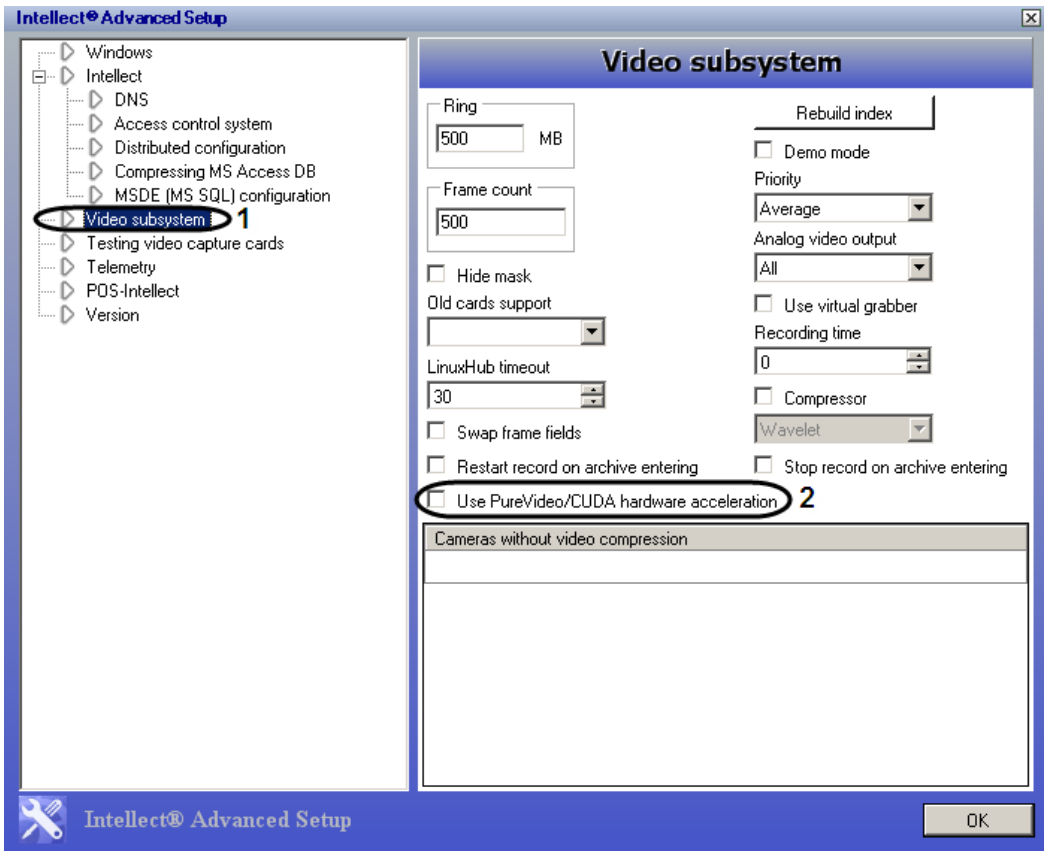

Figure 12.3-25 Enabling the PureVideo/CUDA hardware acceleration
3. Select the "Video subsystem"section in the tree in the upper left corner of the utility's dialog box (Figure 12.3-25, 1).
4. Set the “Enable PureVideo/CUDA hardware acceleration” checkbox (Figure 12.3-25, 2).